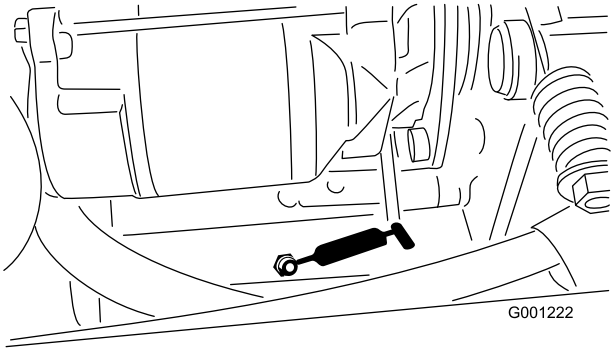

Figur 40
- Kraftuttaksspenningstapp (Figur 40)
- Bakre kraftuttakslager (Figur 40)